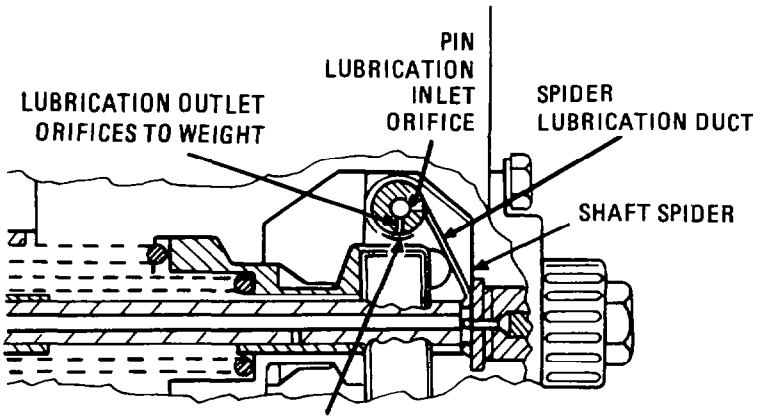

Fig. 131 — Positioning Weight Pin Lubricating Groove
f. Secure the weights (item 84) to the spider (item 81) by pressing the weight pin (item 85) into position.
NOTE: Position the weight pin (item 85) so that the centre lubricating groove is directly in line with the weight shaft spider lubricating hole (see fig. 131).